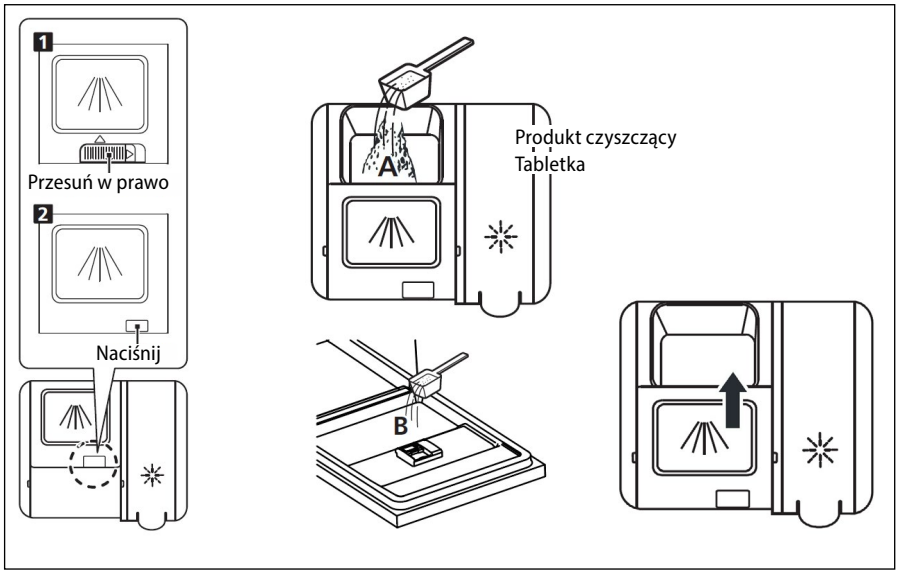

Rys. 6 Rys. 7 Rys. 8
-**Sposób 2**: Zamknięcie otwiera się przez naciśnięcie zapadki zwalniającej. (Rys. 6).